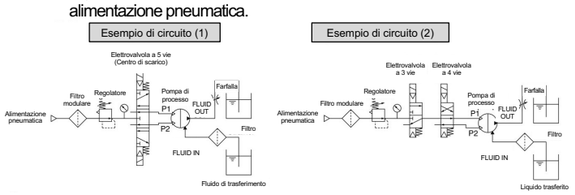

Fig. 4 Esempi di circuiti ad azionamento pneumatico
< **Avvio e arresto** > Vedere esempi di circuito [Fig.4].
Nota 2: Per l'elettrovalvola, utilizzare una valvola a 5 vie centri in scarico o una combinazione di una valvola a 3 vie per lo scarico della pressione residua vie e una valvola a 4 vie per l'azionamento della pompa. Se l'aria nella camera di azionamento non viene rilasciata quando la pompa è ferma, la membrana sarà sottoposta a pressione e la sua durata sarà ridotta. Vedere gli esempi di circuiti (1) e (2) [Fig.4].